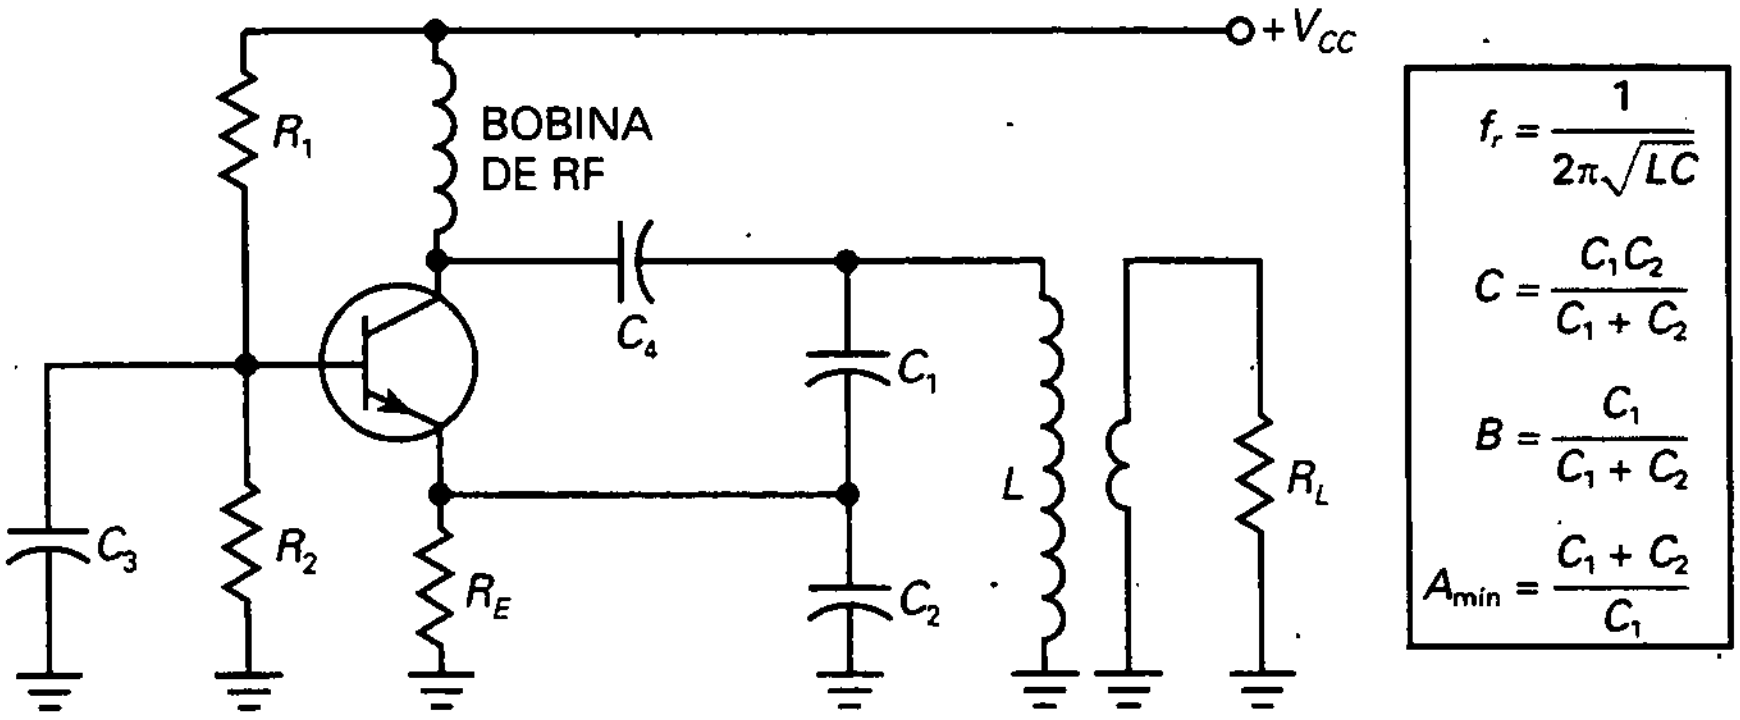

Figura 23-18. El oscilador en BC puede oscilar a frecuencias mayores que el oscilador en EC.
corte relativamente pequeña, lo que implica que la ganancia de tensión puede ser muy pequeña a la frecuencia de resonancia que queremos. Para tener una frecuencia de corte mayor, la señal realimentada puede ser aplicada al emisor, como se ve en la Figura 23-18. El condensador C_3 pone a masa la base para señal; así, el transistor actúa como un amplificador en base común (BC). Un circuito como éste puede oscilar a frecuencias más altas debido a que su ganancia en altas frecuencias es mayor que la de un oscilador similar en configuración de emisor común (EC). Con acoplamiento electromagnético en la salida el circuito tanque está ligeramente cargado y la frecuencia de resonancia está dada por la Ecuación (23-5).